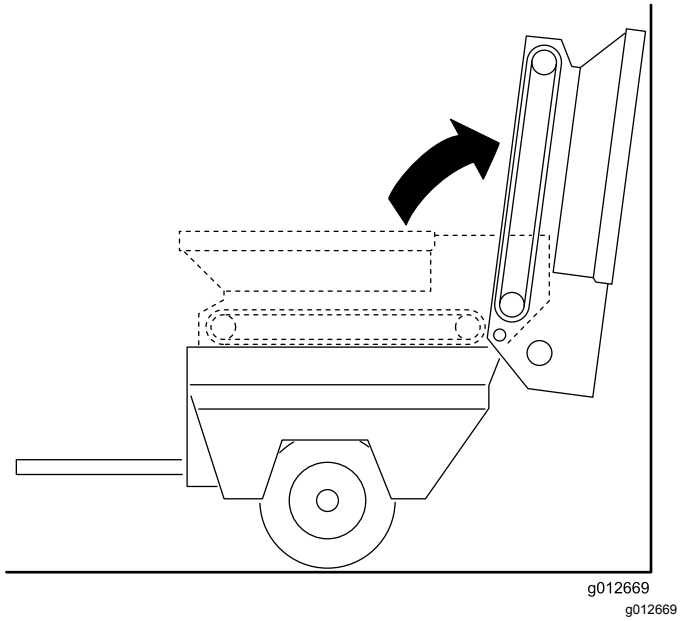

Figuur 27
3. Kantel de hopper naar achteren en laat hem rusten tegen een muur, paal, ladder, enz. (Figuur 27).
Zorg ervoor dat de hopper voorbij het midden gekanteld is en/of vastgemaakt aan een wand of paal om te voorkomen dat de hopper per ongeluk op het werkgebied valt (Figuur 27).
3. Draai de hopper voorzichtig naar beneden op de glijframerails; zie Figuur 27 van De glijband demonteren (bladz. 24).